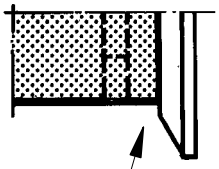

Fig. 2
- the radial play in the fixed roller (2),
- that the spring-loaded flange (3) runs easily, and that it has not worn a groove in the shaft,
- that the packaging material is positioned between the flange (1) and the spring-loaded flange as in fig 2.